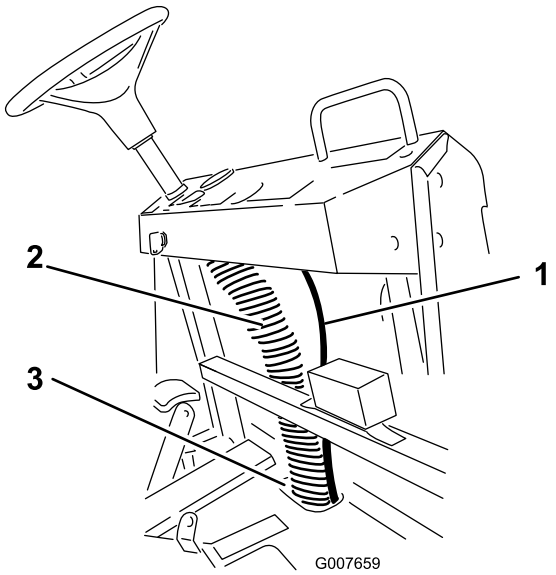

图11
4. 将软管向上布置到仪表板右侧的后面（图11）。
5. 将软管固定到现有线束柱上（图11）。